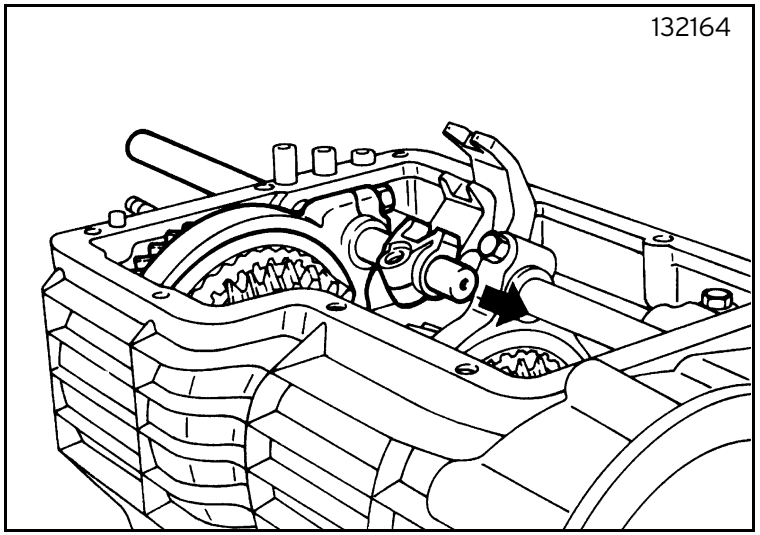

Fig. 65
- fit the IV/V control rod with its ratchet and fork, then screw, but do not tighten, the three ratchet and fork securing screws, taking care to centre the respective grooves on the rods (figure 65);